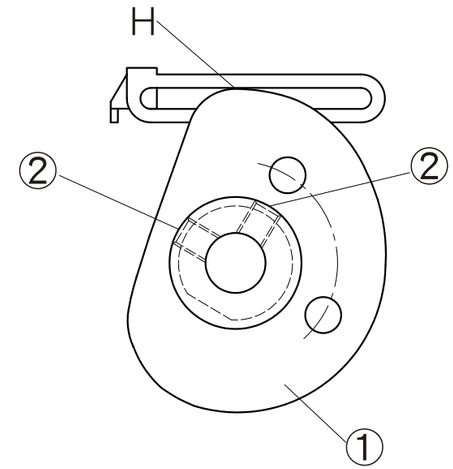

Fig. 22
1. La fig. 22 es la vista frontal de la leva tria-hilos del bucleador.